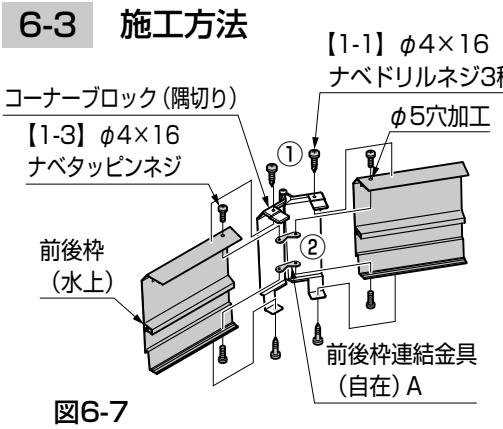

図6-7
①コーナーブロック（隅切り）を前後枠に【1-1】で取付けてください。（図6-7参照）
②前後枠連結金具（自在）Aを前後枠に当てがい、前後枠のV溝部にφ5の下穴をあけ【1-4】で固定してください。（図6-7参照）